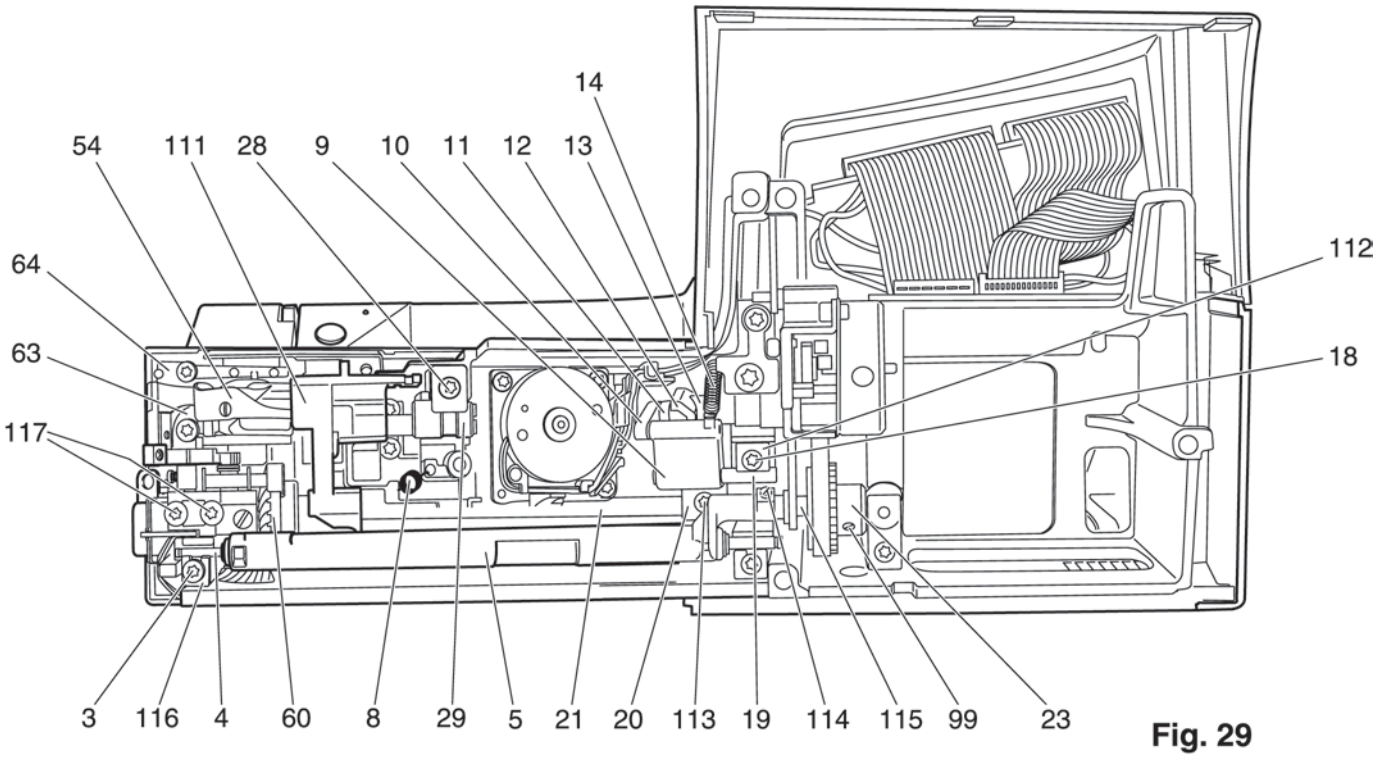

Fig. 29
- Move hook-driving shaft 21 as far as possible to the right (fig. 29).
- Mount the sewing hook bearing with both screws 117 (fig. 29)